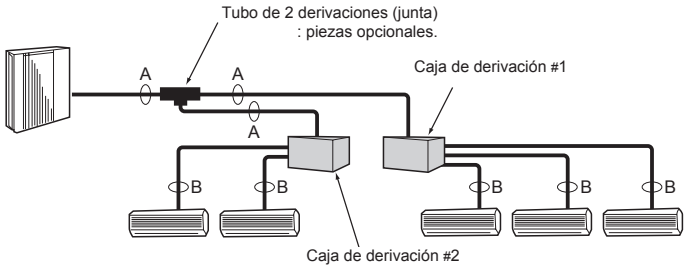

Fig. 5-2
5.4. Selección del tamaño de los tubos (Fig. 5-2)